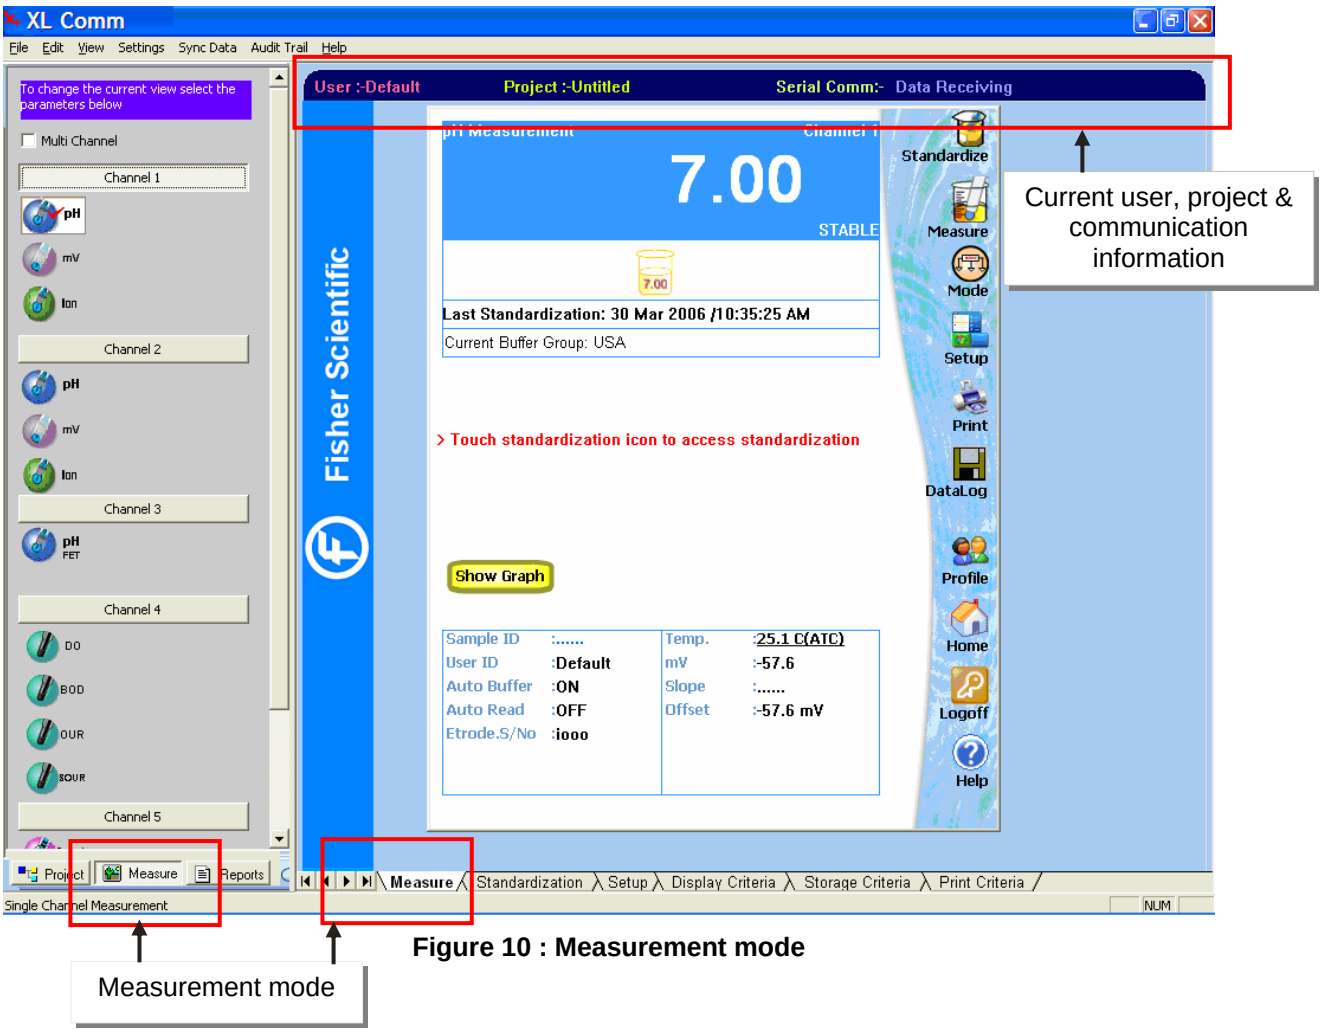

Figure 10 : Measurement mode
7. XLComm goes to measurement mode in 'Untitled' project for the selected user. (Figure 10). You are ready to work with the meter. You can proceed with measurement using the meter.